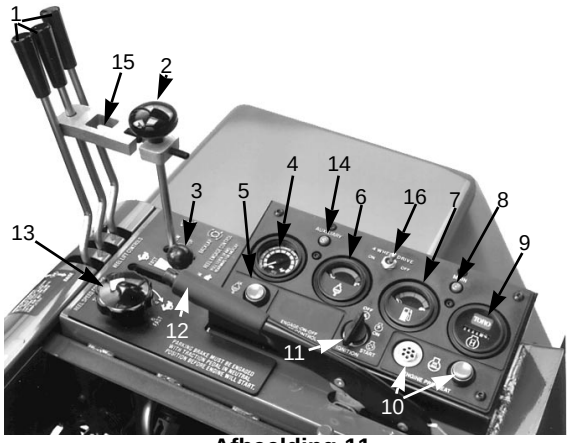

Afbeelding 11
1. Ga op de stoel zitten en houd uw voet van het tractiepedaal. Controleer of de parkeerrem ingeschakeld is (Afb. 11). Het tractiepedaal en de hendel voor het maaien/wetten moeten in de neutraalstand staan.
2. Als de temperatuur van de motor of de lucht onder 7–10°C (45–50°F) is, moet de voorgloeischakelaar en ingehouden worden totdat het indicatielampje fel oplicht (Afb. 11). Laat dan de schakelaar los en ga verder met stap 3 om de motor te starten.
3. Zet de gashendel in SLOW (LANGZAAM) en draai de contactsleutel naar START (Afb. 11). Laat de sleutel los als de motor aanslaat.
4. Om te stoppen zet u alle bedieningsorganen in de neutraalstand en activeert u de parkeerrem. Haal alle maai-eenheden op en zet ze vast in de transportpositie. Draai de sleutel in de OFF (AF)-positie en verwijder deze uit het contact.